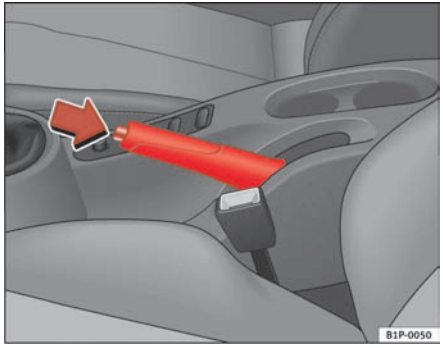

Fig. 125 Handbrake between the front seats
– Pull the handbrake lever up firmly ⇒ fig. 125.
– Pull the lever up slightly and press the locking knob in the direction of the arrow ⇒ fig. 125 and guide the handbrake lever down fully ⇒ ⚠.